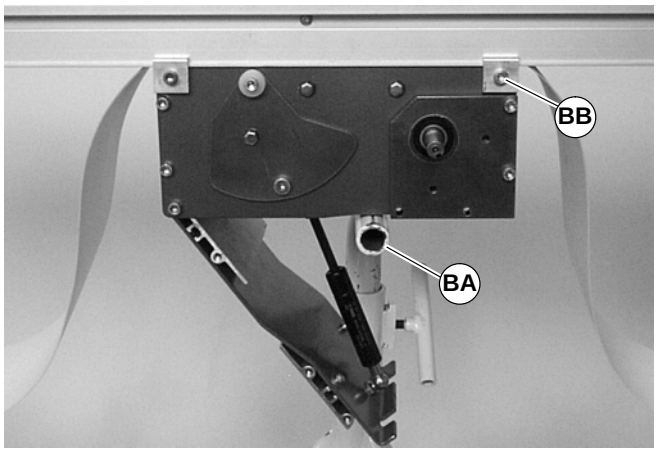

Abbildung 26
1. Tragstützen vorübergehend (BA siehe Abbildung 26) unter dem Antriebsmodul platzieren.
5. Das Antriebsmodul auf den Förderer installieren und die Klemmen (BB siehe Abbildung 26) in jeder Ecke befestigen. Die Schrauben mit 9 Nm festziehen.